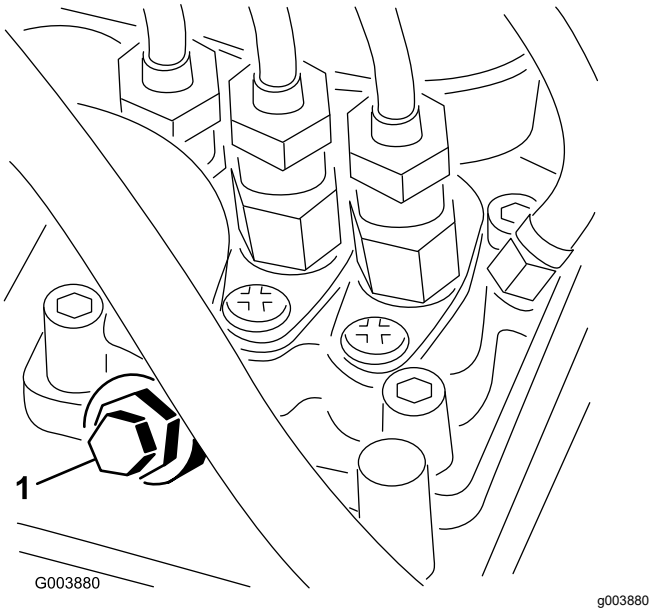

Figura 36
4. Abra el tornillo de purga de aire de la bomba de inyección de combustible (Figura 36).